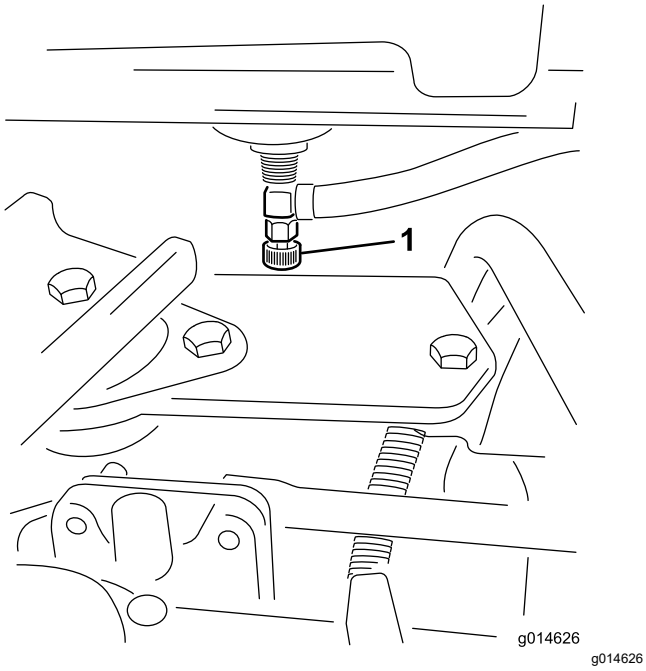

Figure 32
1. Fermez le robinet d'arrivée de carburant (Figure 32) situé au-dessous du réservoir de carburant.